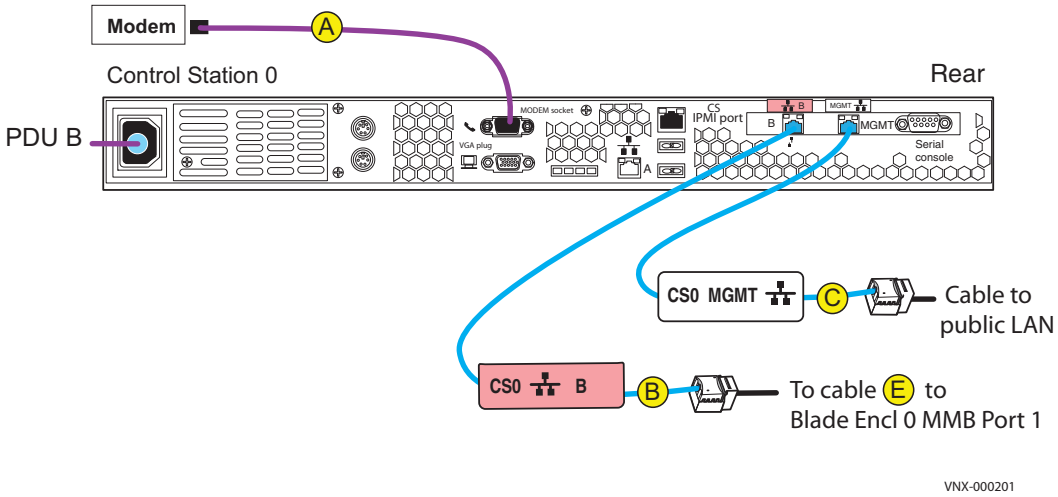

**Figure 14** Cabling CS0 to modem and public LAN
3. Connect CS0 to the customer modem, if applicable as shown in Figure 14. (A)
4. Connect your public LAN via a CAT5e or better Ethernet cable (customer supplied) to the CS0 MGMT extension cable as shown in Figure 14. (C)